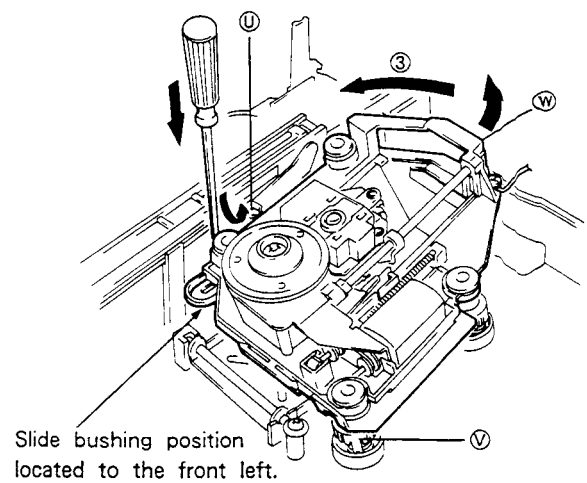

Fig. 3.
4. Push the slide bushing located to the front left using a slotted screwdriver or the like. (See Fig. 3.)
5. Lift the rear section marked Ⓦ of the servo mechanism assembly. (Fig. 3)
6. Turn the servo mechanism assembly counter-clockwise (in the direction of arrow ③) with point Ⓥ of the slide bushing as a fulcrum to unlock the hooked section marked Ⓤ of the servo mechanism assembly.